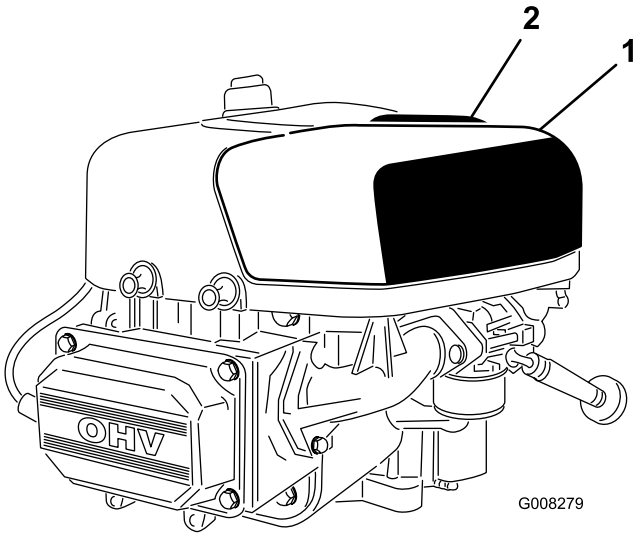

Figur 21
2. Træk luftfilterdækslets håndtag opad, og drej det mod motoren (Figur 21).